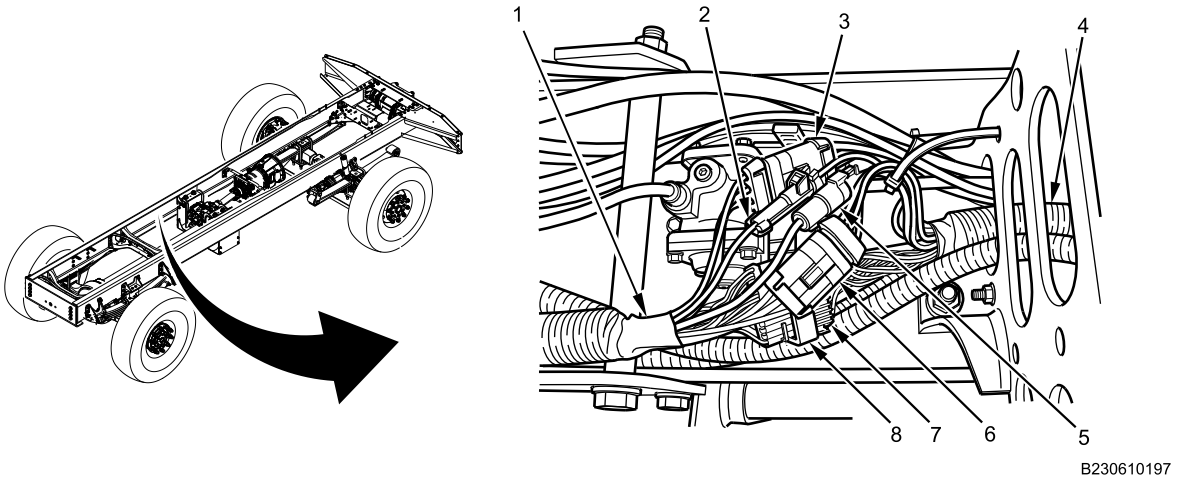

Figure 2. Rear of Center Chassis Harness, Inboard View.
3. Pull locking tab (Figure 2, Item 8) outward and disconnect 24-pin connector (Figure 2, Item 7) between rear chassis harness (Figure 2, Item 1) and center chassis harness (Figure 2, Item 4).
4. Disconnect two three-pin connectors (Figure 2, Item 3 and 6) and two one-pin connectors (Figure 2, Item 2 and 5) between rear chassis harness (Figure 2, Item 1) and center chassis harness (Figure 2, Item 4).